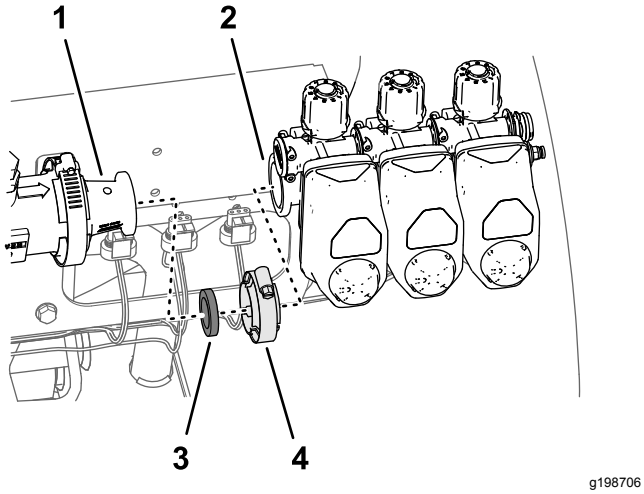

Figur 67
4. Fjern de tre seksjonsventilene fra maskinen (Figur 67).